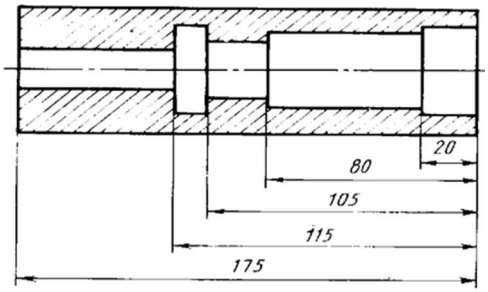

Рисунок 48
2. Координатный способ (рисунок 48*)*. Размеры являются координатами, характеризующими